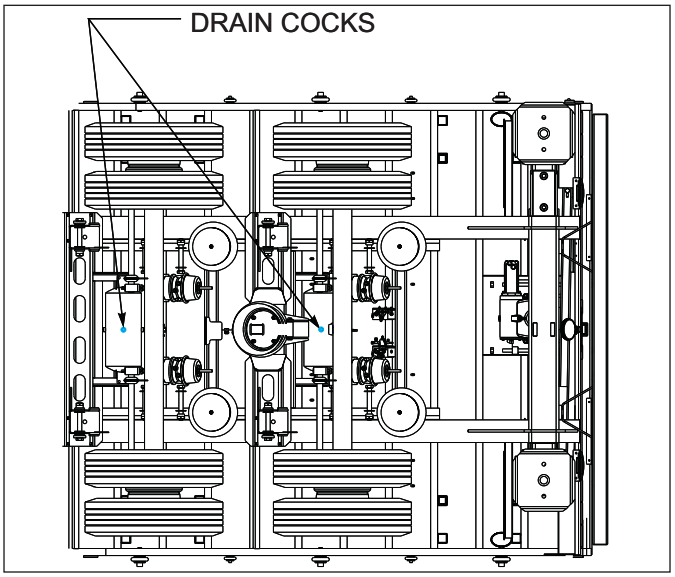

Figure 4-11: Drain Cock Locations
4. Drain air reservoir daily. A drain cock on the bottom of each air reservoir vents the tank to drain collected water and oil. If held open, air pressure in the tanks is relieved, causing the emergency or parking brakes to be applied (***See Figure 4-11***.)